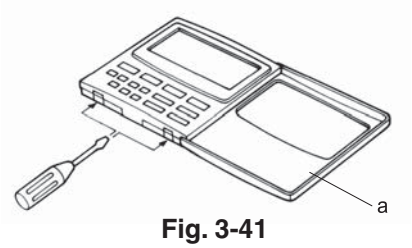

Fig. 3-41
(1) When you open the decorative cover (Fig. 3-41), you will see 2 gaps under the remote controller.